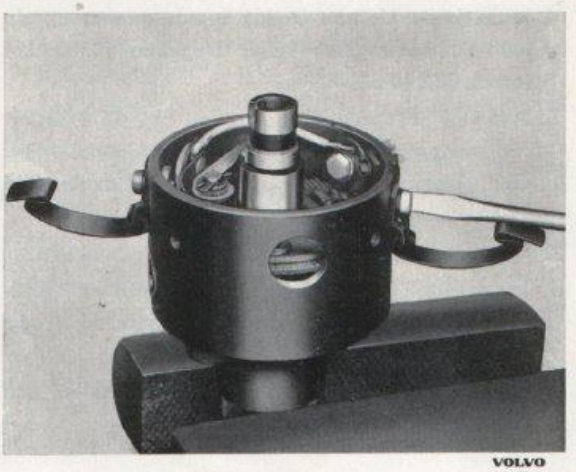

Bild 10-54. Demontering av brytarplatta
4. Lossa brytarplattan. Denna lossas genom att de två skruvarna som håller byglarna för locket lossas. Bild 10-54.